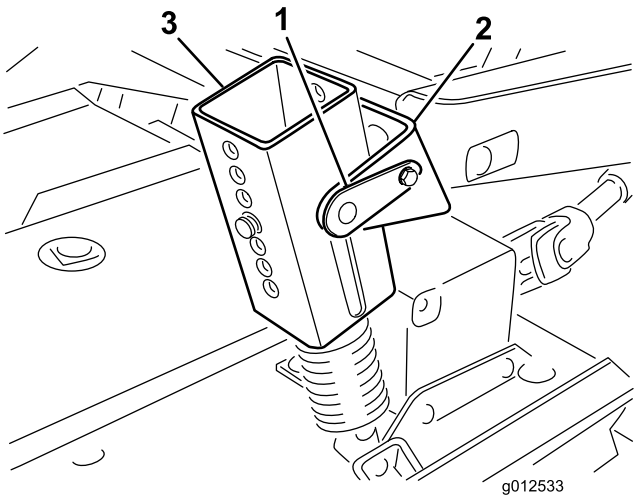

Figuur 1
2. Alleen op tractie-eenheden uit de 200-serie: maak het tegengewicht los van de tractie-eenheid, neem de vergrendelpennen uit de beugels, neem de veerspanners van de beugels en leg ze op het maaidek. Maak de vergrendelpennen losjes vast aan de beugels zodat u ze niet verliest (Figuur 1).